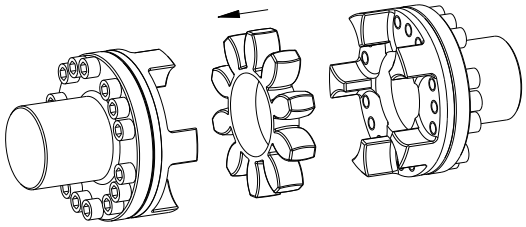

Fig. 24 : montage de l'anneau
- Positionner l'anneau ou les éléments DZ dans les doigts de la flasque d'entraînement côté moteur ou récepteur (voir fig. 24).